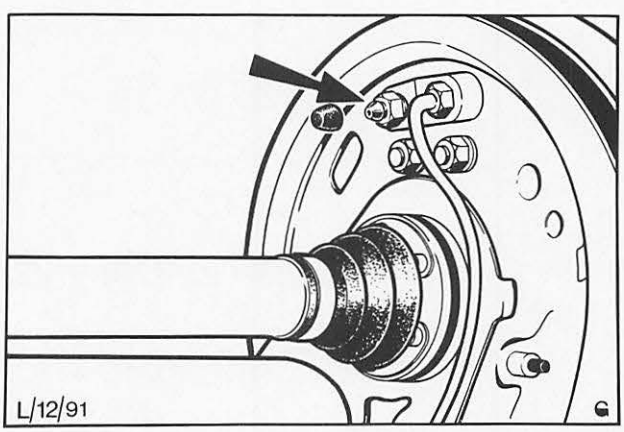

Abb. 20 Entlüftungsschraube an der Hinterradbremse
11. Bremse hinten rechts und links auf gleiche Weise entlüften, Abb. 20.